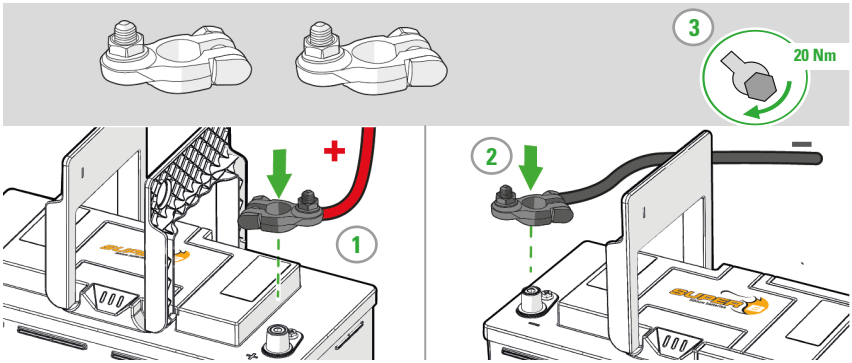

Figura 7. Conectar los cables de alimentación con terminales tipo automóvil
1. Conecte la carga o el cargador al terminal X2 (+) de la batería de iones de litio. (Figura 7)
2. Conecte la carga o el cargador al terminal X1 (-) de la batería de iones de litio. (Figura 7)